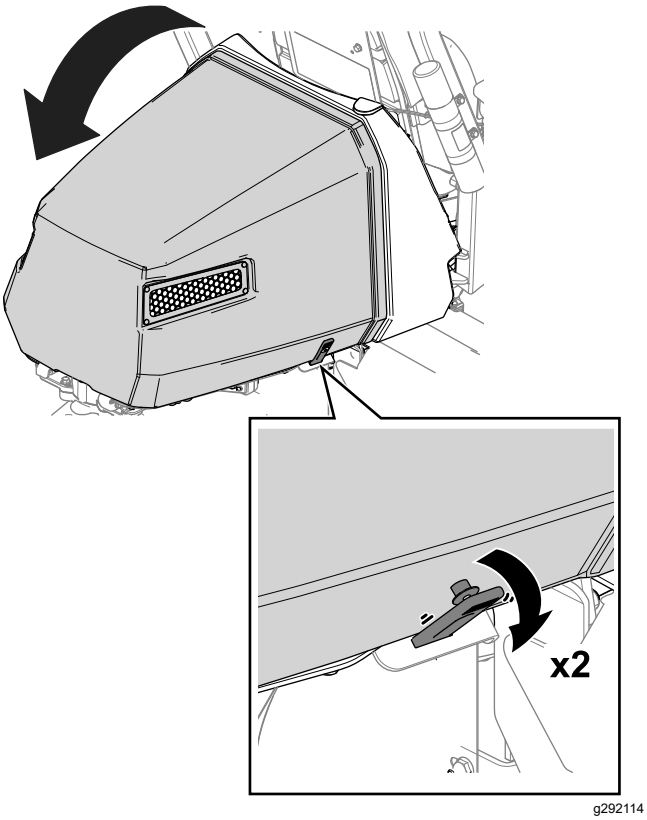

Figuur 36
1. Maak de banden los aan weerszijden van de motorkap (Figuur 36).
2. Til de motorkap op (Figuur 36).